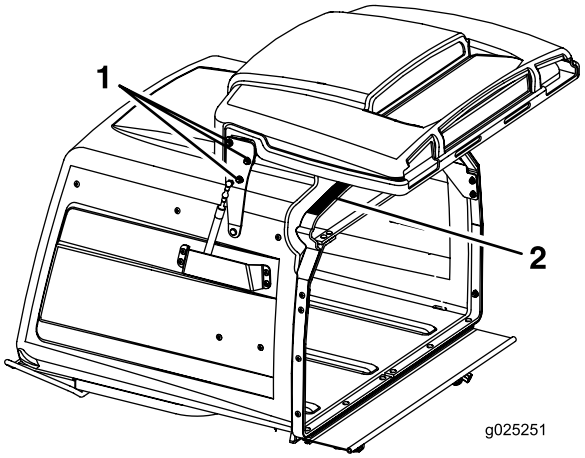

Figuur 66
3. Maak de zes moeren van de scharnieren van het deksel los (Figuur 66).
4. Open het deksel en plaats een rubberen strip of slang van 1 cm tussen de hopper en het deksel van de hopper (Figuur 66).